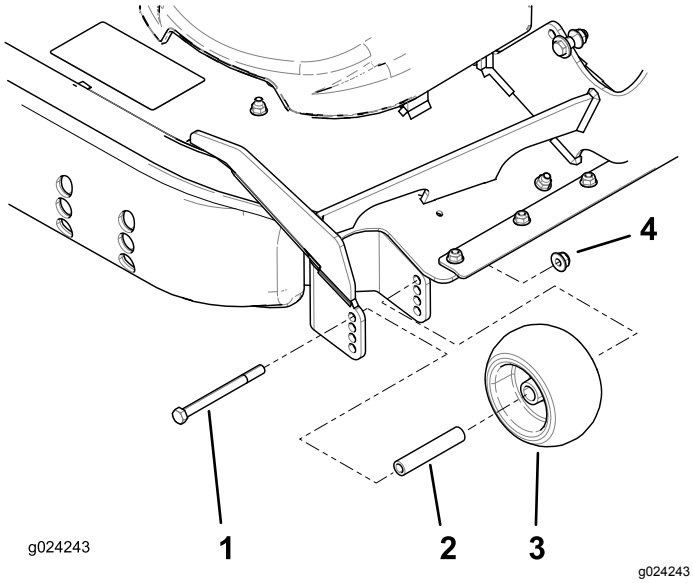

Figur 33
3. Juster antiskalperingsvalsene som vist i Figur 32, og Figur 33.